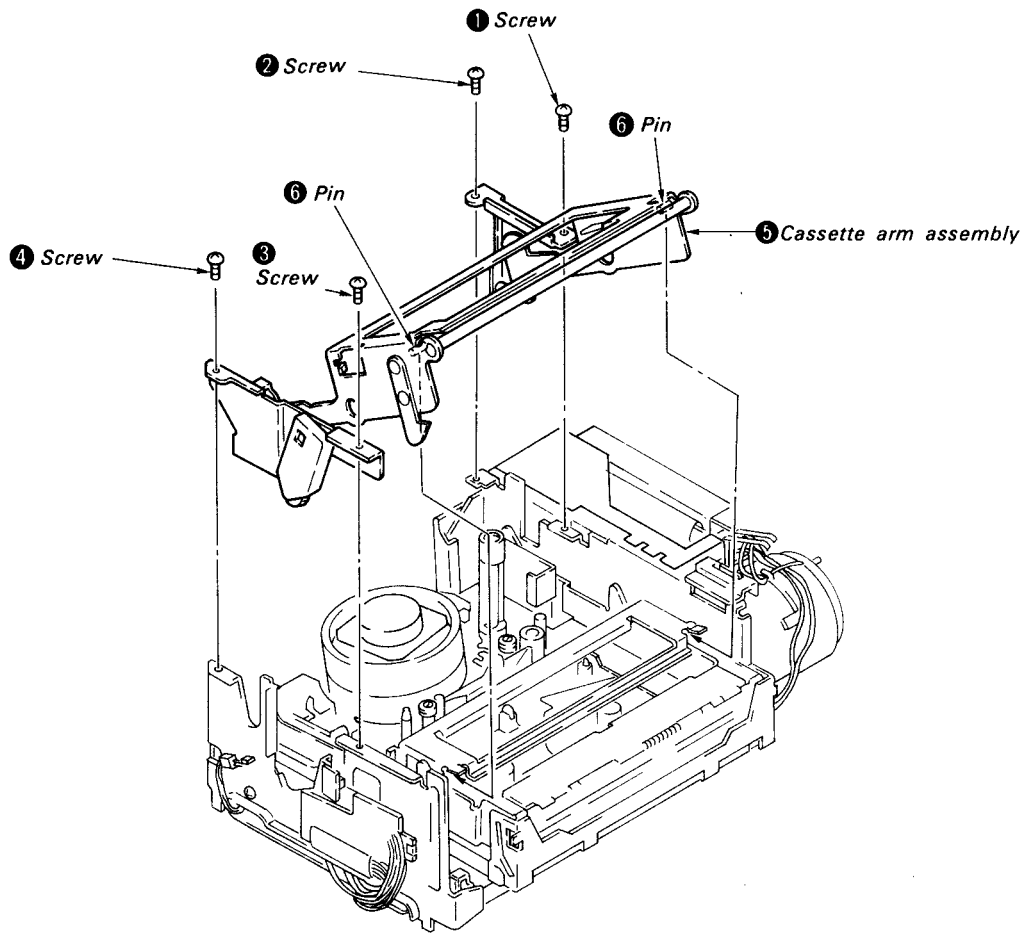

Fig. 2-1
1) Remove screws ❶, ❷, ❸ and ❹.
2) Remove cassette arm assembly ❺ (See Fig. 2-1)